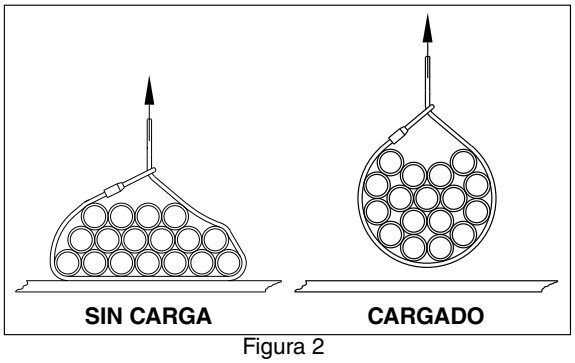

Figura 2
2. Antes de instalar la grapa para atados, aplique una carga inicial izando el paquete y quitando el soporte para producir un enlace ajustado. Repita la operación todas las veces que sea necesario hasta que el paquete esté en la posición más compacta posible (ver Figura 2, Cargado).